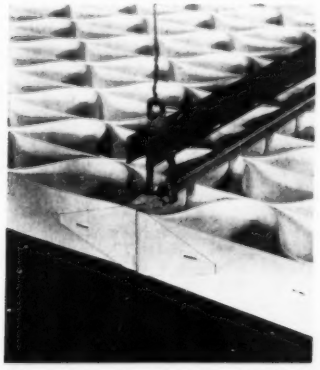
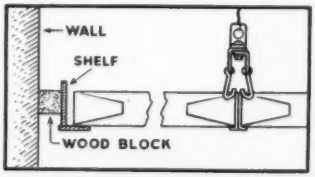

Fig. 2. This close-up shows details of construction of the Cell-Ceil and method of hanging
Fig. 7. For shelf-mounting of irregular shapes use small blocks of wood about every 24 in.
**Step 5—Attaching Panels.** Panels now may be hung on the hooks as shown in Figs. 2 and 6. All areas, whether square or rectangular; may be readily handled. Some areas, having an irregular shape may be finished by first erecting a small shelf around the room. Then, with an ordinary pair of tin snips, the required louver panels can be cut to shape and fitted partly on the shelf with the other ends on a hook rail. It can be noted on Fig. 7 that the shelf is mounted on small blocks of wood. These are spaced about every 24 in. and they serve to permit light to slide down the wall thus preventing a dark, uninviting shadow to form directly under the shelf.